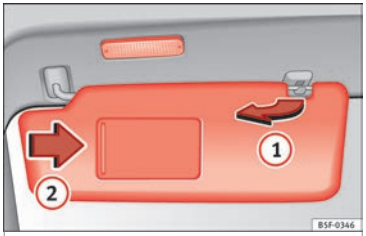

Fig. 141 Parasol.
- El parasol puede extraerse de la fijación y girarse hacia la puerta ››› **fig. 141** (1).